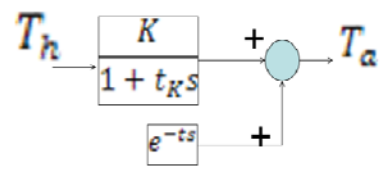

Fig2.. Control Diagram for Pneumatics System
- The control system uses a **Torque-Proportional control**. A torque T_h is applied by the user/computer. T_h is filtered through a low pass filter to smooth the torque. Proportional Control (K) and delay (e^{-ts}) is added into the system to vary the response of the system. (Figure 2)